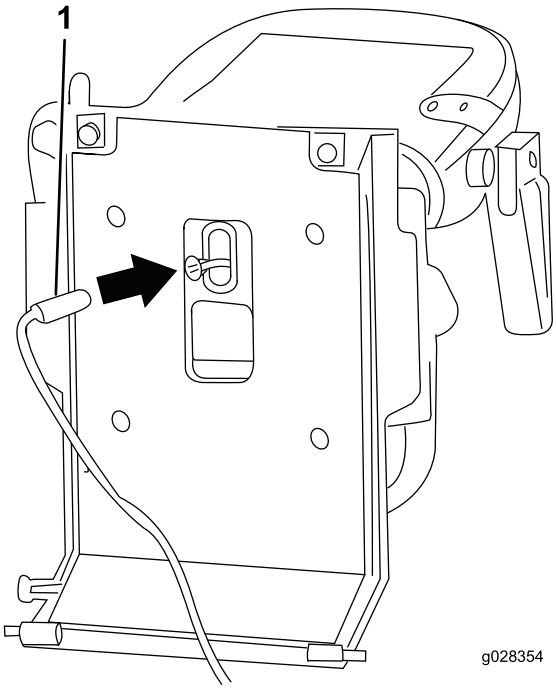

Figur 5
7. Frakobl sædekontaktens ledningsnet fra bunden af sædet (Figur 5).